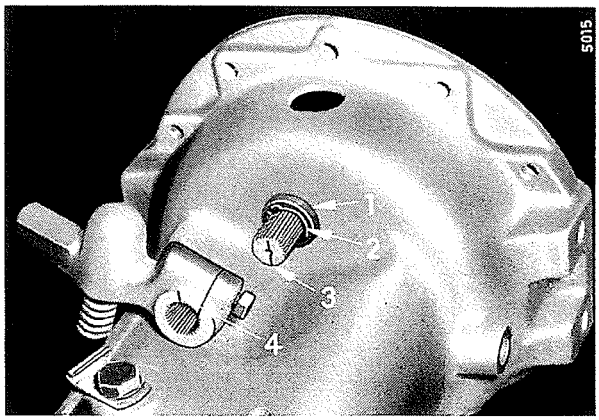

Bild 413
Die Bremsen in umgekehrter Reihenfolge einbauen, wie sie ausgebaut wurden. Vor dem Einfügen der Bremswelle die Rückholfeder einhängen. Den Dichtring (1), Bild 413, aufsetzen und die Welle durch Sicherungsring (2) sichern. Beim Aufsetzen des Knebelhebels auf die Kerbverzahnung der Bremswelle müssen die Einstellmarkierungen (3) und (4) übereinstimmen.